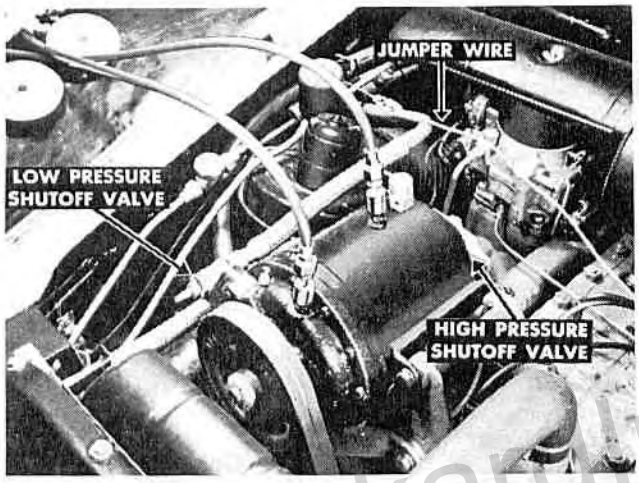

Figure 4—Jumper Wire Connected to Solenoid
6. Energize the solenoid by connecting a wire from the hot (negative) side of the battery to the solenoid. See figure 4.